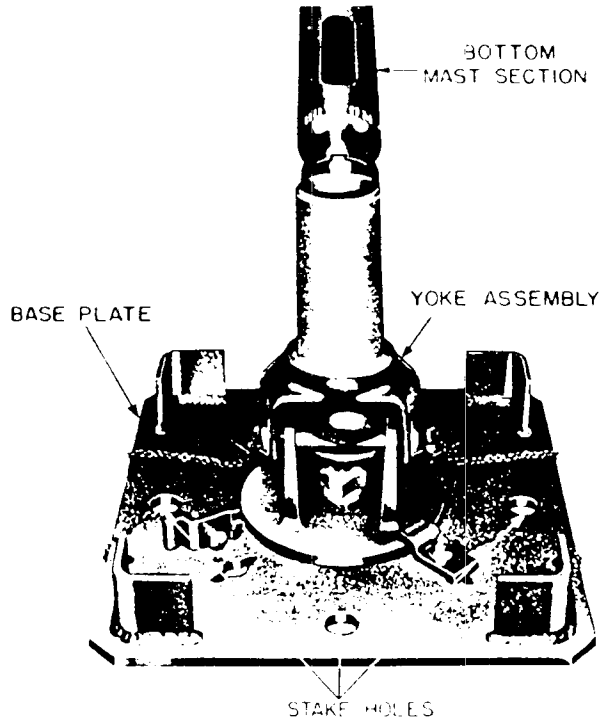

*Figure 211. Mast base plate assembly.*
*b. Installing the Mast Base Assembly* (fig. 211).
5 and 6 insert the bottom mast section on the yoke assembly on the base plate (fig. 211), and rotate the yoke so that the slotted waveguide opening is on the top.